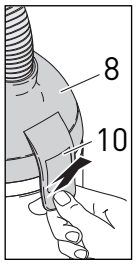
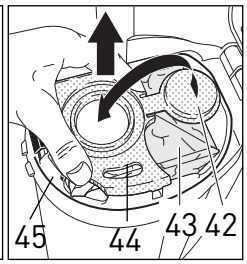

Figure 17
Figure 18
Changer le Sac-filtre - Figures 17 & 18
Pour changer le sac-filtre, tenez le corps de l'aspirateur verticalement, ouvrez le couvercle du sac-filte (8) en tirant sur la languette de déverrouillage du couvercle (10) vers le haut (figure 17). Scellez le sac-filtre avec le bouchon (42). Tenez la plaque de fermeture (44) du sac-filtre avec votre pouce et votre index comme indiqué dans la figure 18 et soulevez le sac-filtre (43) hors du compartiment. Insérez un sac neuf dans le compartiment, en vous assurant que les 4 petites languettes (indiquées par des flèches sur la plaque de fermeture) s'insèrent dans les ouvertures correspondantes. La languette antérieure (45) de la plaque de fermeture s'insèrera de façon lâche par dessus le fil de verrouillage. Poussez le couvercle d' logement du sac (8) fermement vers le bas et enclenchez la languette de déverrouillage du couvercle (10). Pour plus de praticité, un diagramme existe sur tous les sacs-filtre indiquant la mise en place correcte des sacs. Ne pas ré-utiliser les sacs-filtre. ***NOTE:*** *La nature du contenu des sacs-filtre affectera la fréquence des changements. La poussière fine pourra nécessiter un changement plus tôt même si le sac n'est pas plein. Les peluches et les cheveux permettent à l'air de passer plus facilement, il est donc possible que le sac-filtre se sur-remplisse avant que l'indicateur lumineux «Sac Plein» ne s'allume.*